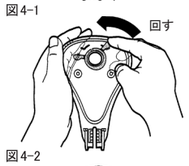

図4-2
⑤マスクフレームからエルボーを外すため、エルボーリテイナの右側を持ち上げてから、図4-2の様にL字型リッジの上を回してください。